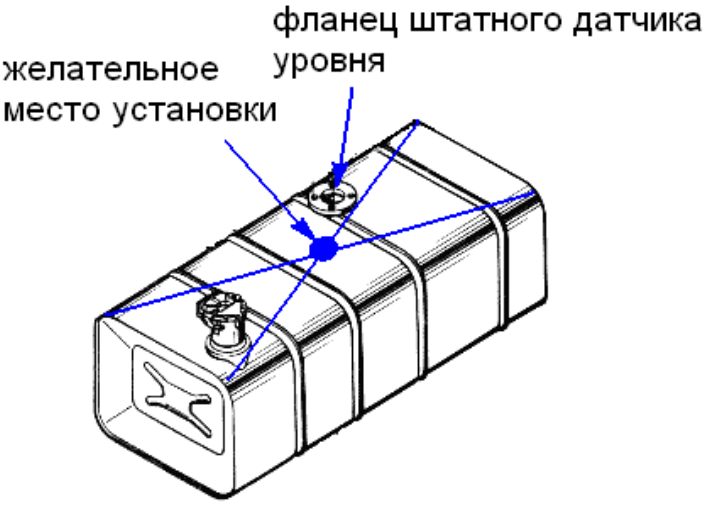

Рисунок 3. Выбор места установки датчиков
- штатные датчики уровня топлива поплавкового типа обычно смещены от центра, поэтому рекомендуется установка датчика Стрела как показано на Рисунок 3.